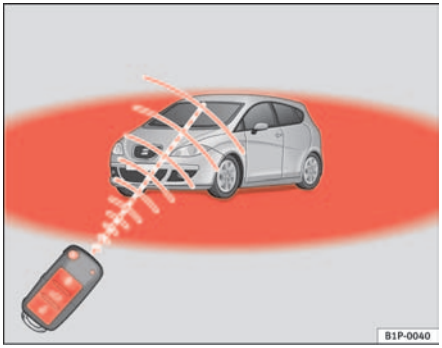

Fig. 65 Range of the remote control
- The remote control functions only when you are in range ⇒ page 98, fig. 65 (red area).
- If the vehicle is unlocked using the 🔓 (1) button, the vehicle will be locked again automatically if any of the doors or the tailgate are not opened within 30 seconds of unlocking the vehicle. This function prevents the vehicle from remaining unlocked if the unlocking button is pressed by mistake.